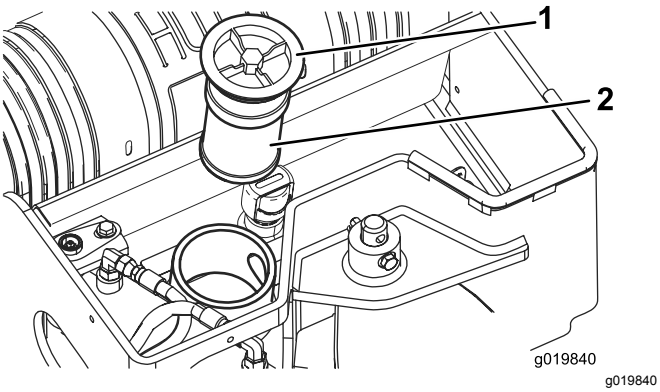

Figuur 61
4. Verwijder het oude filter en gooi het weg (Figuur 61).
5. Monteer het vervangfilter en de vuldop (Figuur 61) en draai de bout bovenaan vast tot 21 à 25 N·m.
5. Verwijder de vuldop en het filter van de hydraulische tank (Figuur 61).
10. Monteer het hydraulische filter en de vuldop (Figuur 61) en draai de bout bovenaan vast tot 21 à 25 N·m.